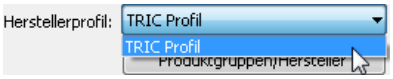

Bild 16.11 – Auswahl des Herstellerprofils
- Ein Herstellerprofil laden Sie über das gleichnamige Listenfeld (Abb. 16.11).